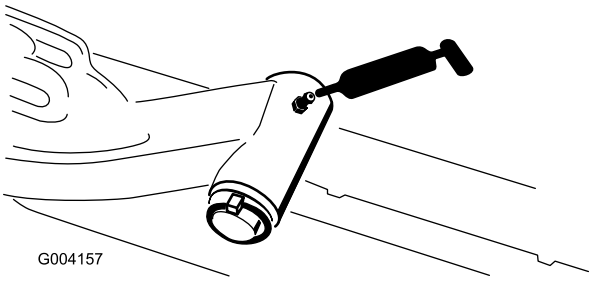

Figuur 46
- As van draaipunt van hefarmen (1 elk) (Figuur 46)